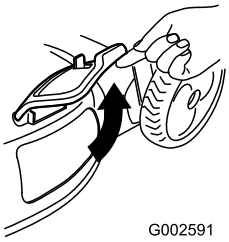

Figur 27
2. Lyft upp sidoutkastarluckan (Figur 27).